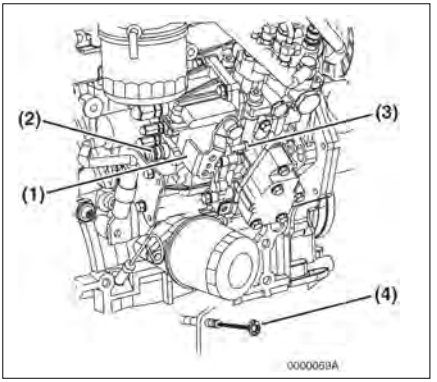

Figure 5-11
1. Check that the governor lever **(Figure 5-11, (1))** makes uniform contact with the high idle **(Figure 5-11, (2))** and low idle **(Figure 5-11, (3))** speed limit screws when the engine speed control is in the high idle speed or low idle speed position.
3. In some engine speed control applications, loosen the throttle cable lock nut **(Figure 5-11, (4))** and adjust the cable so the governor lever makes proper contact with the high / low idle speed limit screw